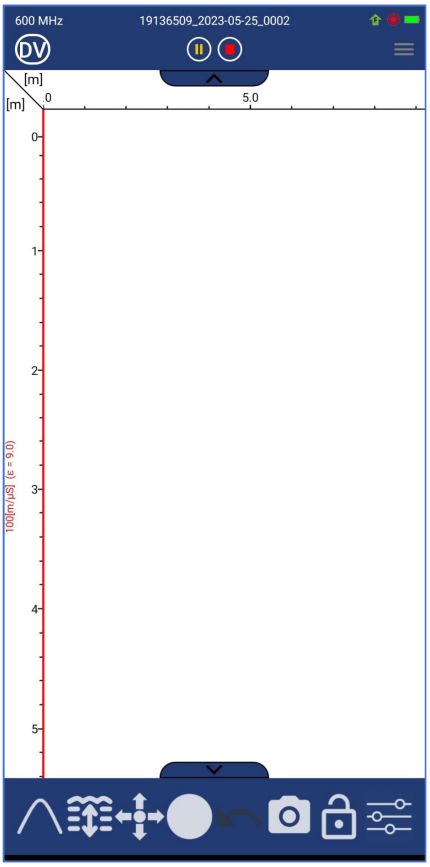

Figure 4: ViewPoint data acquistion screen
1. Select the project type (single vs. reference line) and then start the project. A data acquisition window will open (Figure 4).
3. GPR channel frequency is shown on top-left of the header toolbar 600 MHz . In 'Dual View' (DV) mode , data from previous profile is displayed above the current profile. It is intended for easier interpretation to verify if reflectors line-up in similar positions across the profiles. On top-right of the header toolbar, information about the profile direction (-Forward vs. -Reverse), GPS signal quality and Device's battery status is displayed. To access Antenna/User settings, tap icon located on the right-side of the header toolbar. These settings are available only when data acquisition is not active.